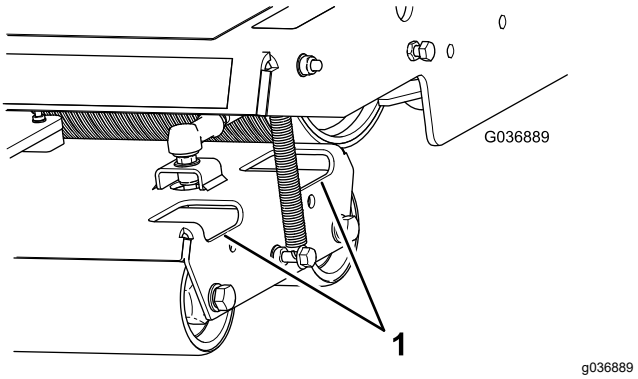

Figur 40
2. Avlägsna smuts och skräp från rullarna genom att spruta vatten genom hålen i rullarnas hus (Figur 40).